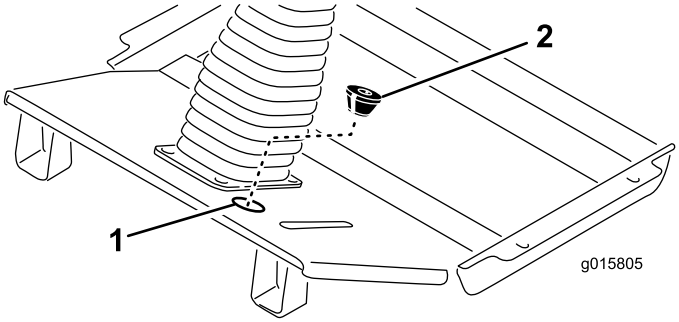

Figura 11
- Disponete il cablaggio con i (5) connettori facendolo risalire lungo il piantone dello sterzo e collegate i connettori nei punti appropriati. Fissate il cablaggio al piantone dello sterzo mediante fascette per cavi.
- Inserite la parte restante del cablaggio attraverso il foro nel pianale (Figura 11).
- Praticate un taglio nel gommino fornito e tagliatene la parte inferiore (Figura 11). Avvolgete il gommino, con l'estremità a cono rivolta verso il basso, intorno al cablaggio e inseritelo nel foro nel pianale.